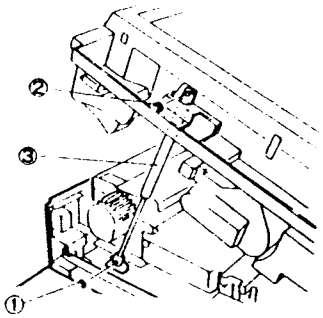

Рис. 4 NZM-0148
4. (Рис. 4): Снимите HVPS-AC.
① Ослабьте винт.
② Снимите крышку HVPS.
③ Отсоедините от HVPS все разъемы.
④ Отверните винт.
⑤ Снимите HVPS-AC.
7. (Рис. 4): Снимите переднюю пневматическую пружину.
①. Снимите E-клипсу с нижнего конца пневматической пружины.
②. Снимите E-клипсу с верхнего конца пневматической пружины.
③. Снимите пневматическую пружину.